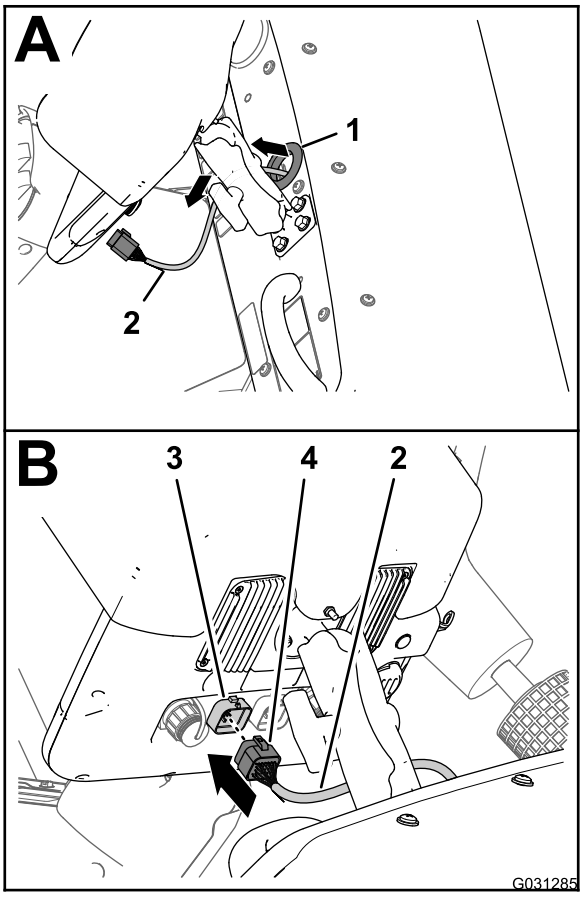

Figur 168
5. Dra datakablagedelen på 220 cm upp genom hylsan som omger hålet i instrumentbrädan (Figur 168).
6. Rikta in kontakten med 26 uttag på datakablaget mot kontakten med 26 stift på sprutdisplayen och tryck in uttagskontakten i stiftkontakten tills kontaktspärren snäpper ordentligt på plats (Figur 168).